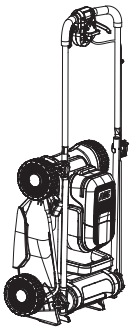

**Fig. 23**
- Ranger la tondeuse à gazon à plat ou en position verticale (Fig. 23).